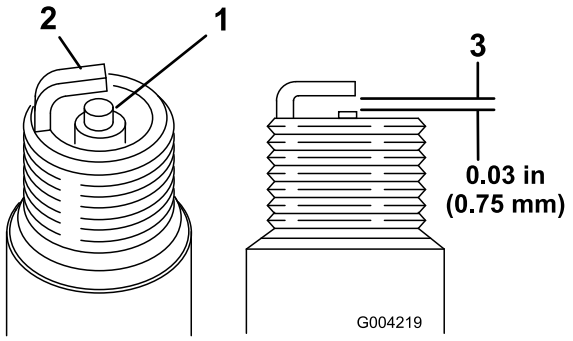

**Figur 50**
1. Se på midten af begge tændrør (Figur 50). Hvis der kan ses en lys brun eller grå farve på isolatoren, fungerer motoren korrekt. En sort belægning på isoleringen betyder normalt, at luftfilteret er snavset.
2. Kontroller gnistgabet mellem midter- og sideelektroderne (Figur 50).
3. Bøj sideelektroden (Figur 50), hvis gabet ikke er korrekt.